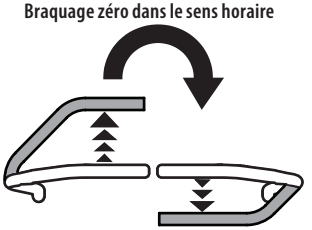

Fig. 27
2. Pour tourner dans le sens horaire, déplacez le levier de contrôle gauche de la barre abdominale vers l'avant tout en déplaçant simultanément le levier de contrôle de la barre abdominale droite vers l'arrière (Fig. 27).